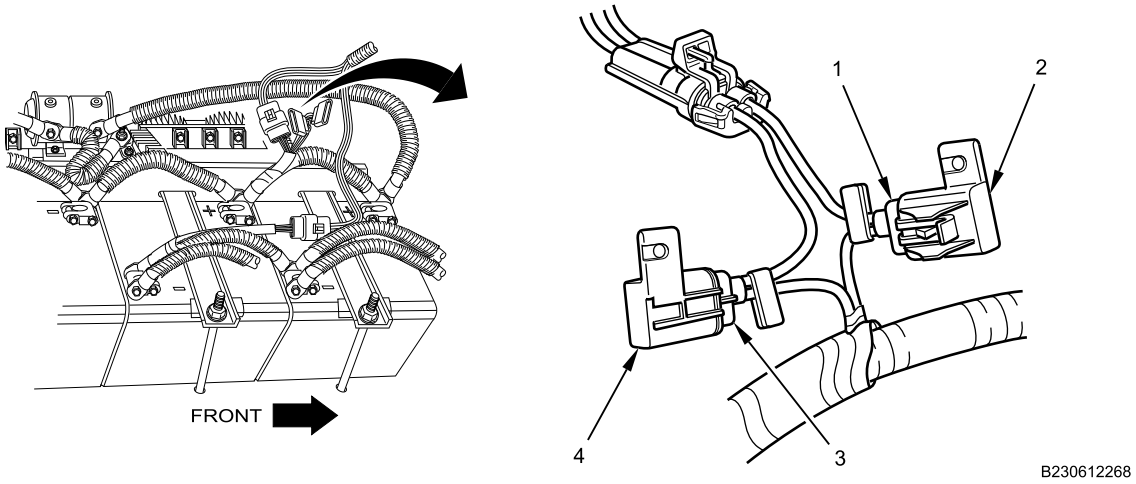

Figure 2. Fuse Caps.
1. Remove fuse holder connector caps (Figure 2, Item 2 and 4) from fuse holders (Figure 2, Item 1 and 3).